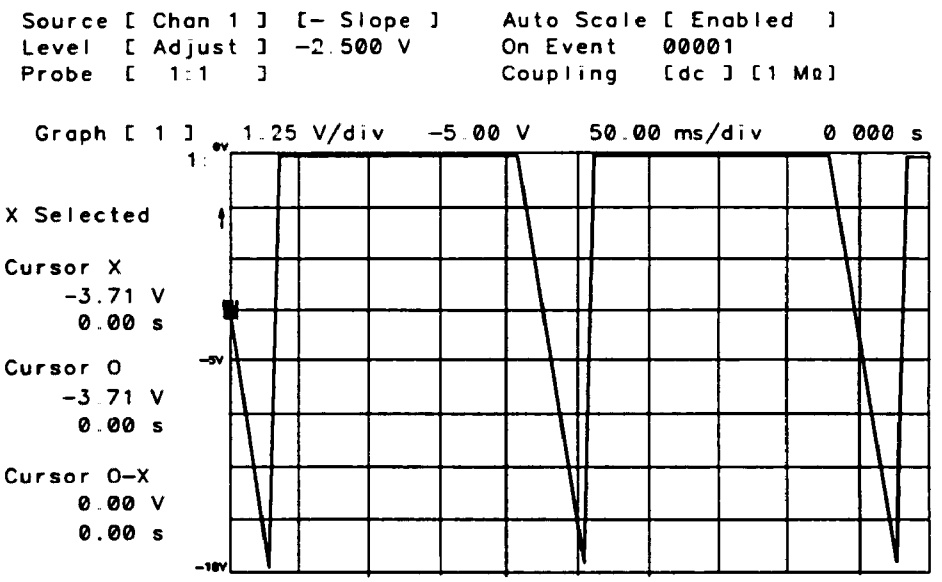

Figure 11-7. Input to Main/FM/VCO Sweep Switch
a. Change the oscilloscope's amplitude scale to 1.25 V/div and monitor the A14J15 pin 14. The waveform should be a 0 V to −10 V sweep of 50 ms duration. See Figure 11-7.